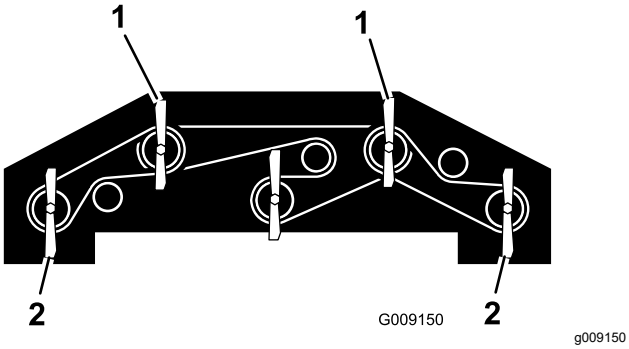

Figur 105
1. Vrid varje kniv så att den är riktad rakt framåt (Figur 105).